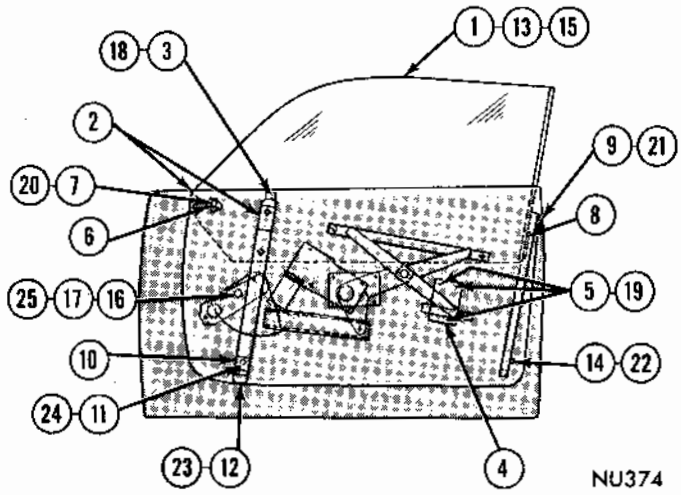

Fig. 2 - Ventless Glass Adjustments
(1) Raise glass completely (Fig. 2).
(2) Move glass fore or aft to set glass to belt line weatherstrip.
(3) Tighten glass track upper bracket at belt line.